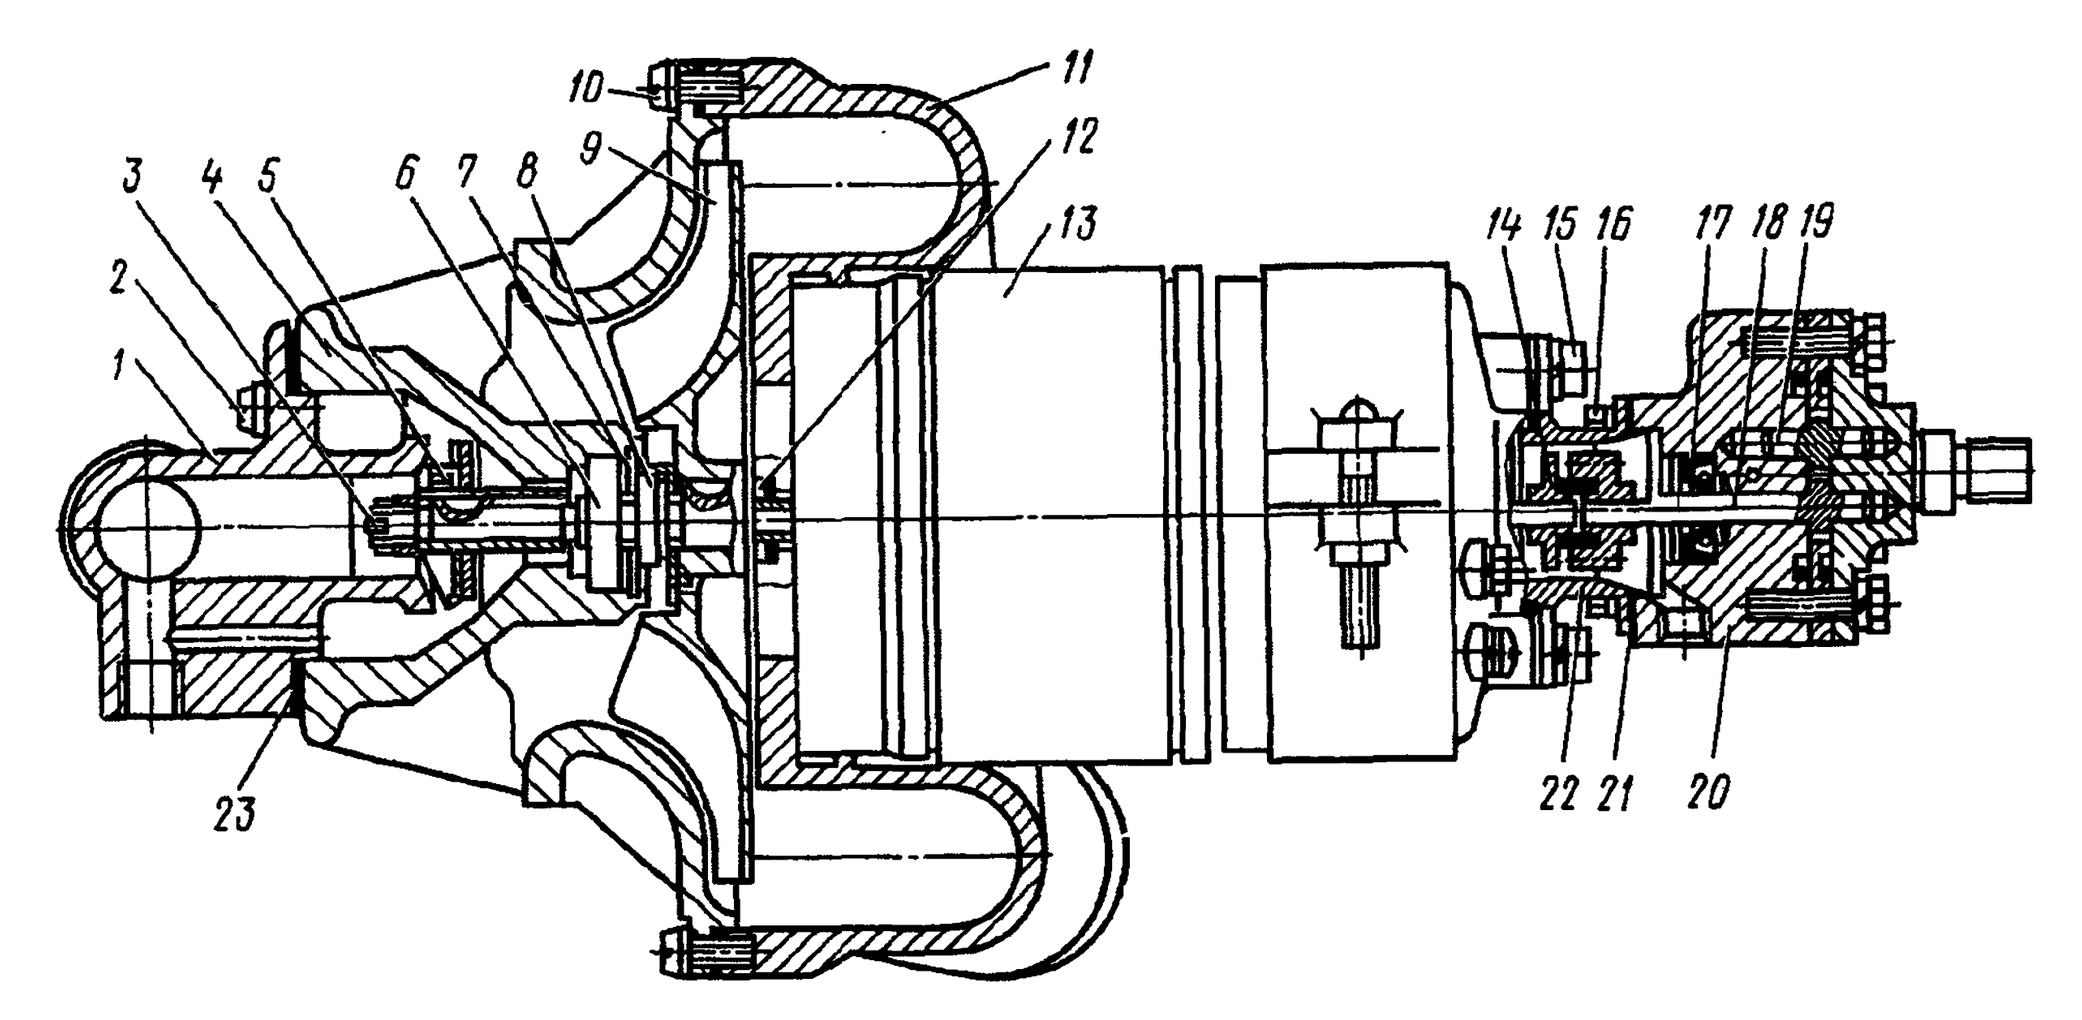

Рис. 122. Насос агрегатный:
1. Выверните два болта *15* (рис. 122) крепления переходника *22* к электродвигателю и четыре болта *16* крепления переходника к топливному насосу	Ключ 8 мм